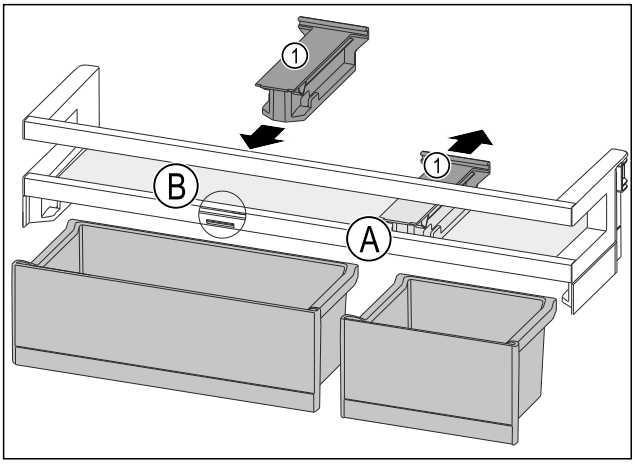

Fig. 146
▶ Desprindeți piesa de susținere *Fig. 146 (1)* din poziție *Fig. 146 (A)* spre spate.
▶ Introduceți piesa de susținere *Fig. 146 (1)* în poziție *Fig. 146 (B)*.